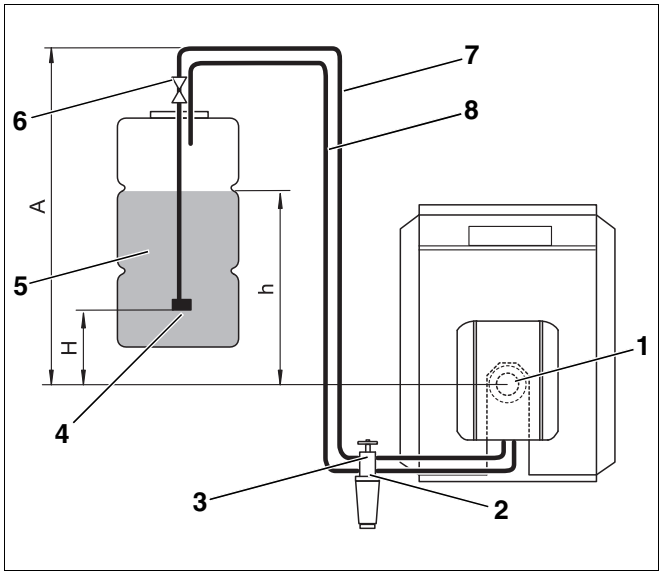
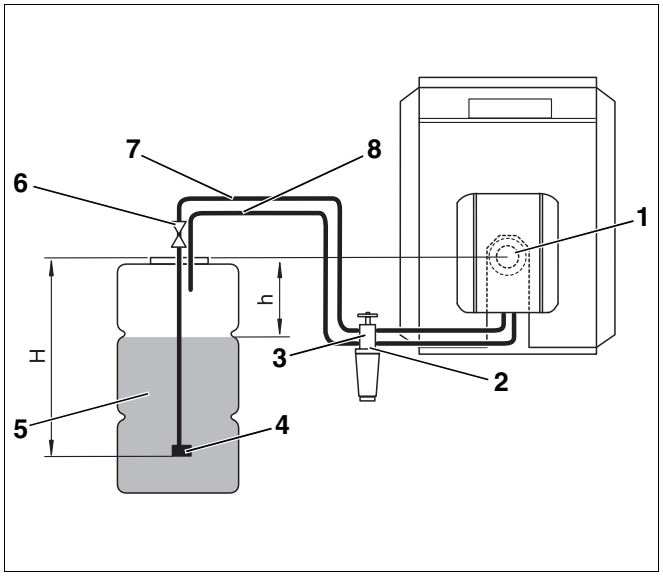

*Рис. 38 Топливный бак установлен выше топливного насоса*
*Рис. 39 Топливный бак установлен ниже топливного насоса*
Топливный бак установлен выше топливного насоса (Рис. 38):
***Экспликация к Рис. 38 и Рис. 39:***
Топливный бак установлен ниже топливного насоса (Рис. 39):
Допустимые значения приведены в таблицах 18 - 21. Определите длину топливопровода и разницу высот "h" между топливным насосом и уровнем топлива в баке (см. Рис. 38 - 41, стр. 45 и далее).